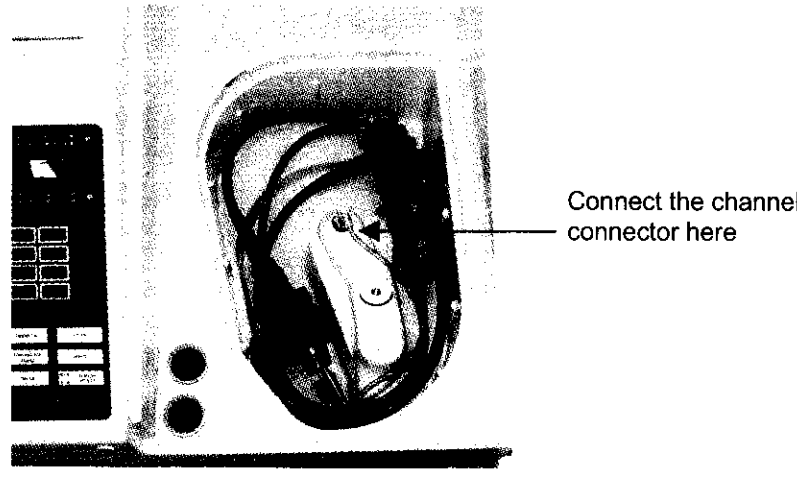

Figure 3. Positioning the Endoscope in the Basin (viewed from top front of unit)
3. Coil the entire instrument inside the basin. See Figure 3 for a typical example.
5. Attach the inflow end of the channel connector to the basin fitting. See Figure 3.